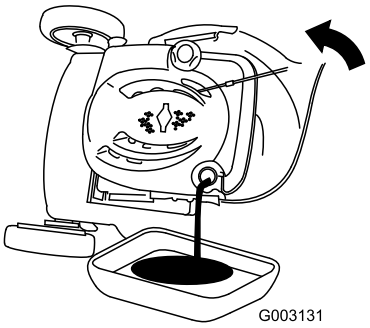

Figur 38
3. Tip plæneklipperen over på siden med luftfilteret opad, så olien kan løbe ud gennem oliepåfyldningsrøret (Figur 38).